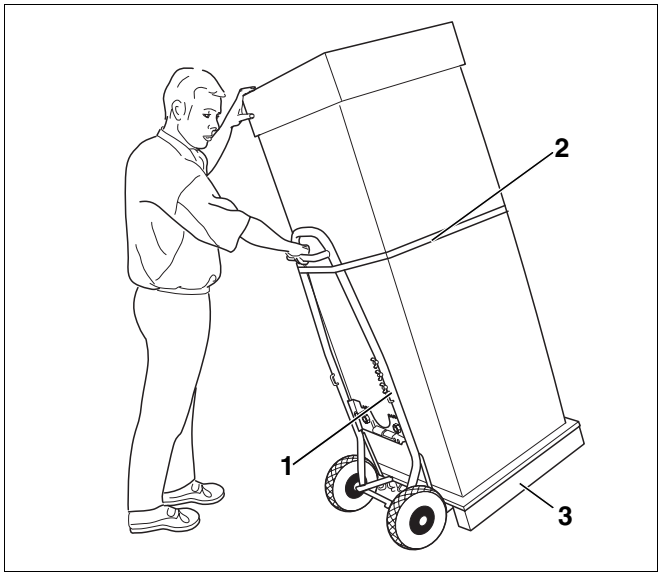

Rys. 4 Zabezpieczenie kotła grzewczego na wózku kołowym
- Ustawić (rys. 4, **poz. 1**) wózek kołowy przy tylnej ściance podgrzewacza.
- Zabezpieczyć kocioł grzewczy na wózku kołowym przy pomocy taśmy mocującej (rys. 4, **poz. 2**).
- Podnieść kocioł grzewczy z palety transportowej (rys. 4, **poz. 3**).